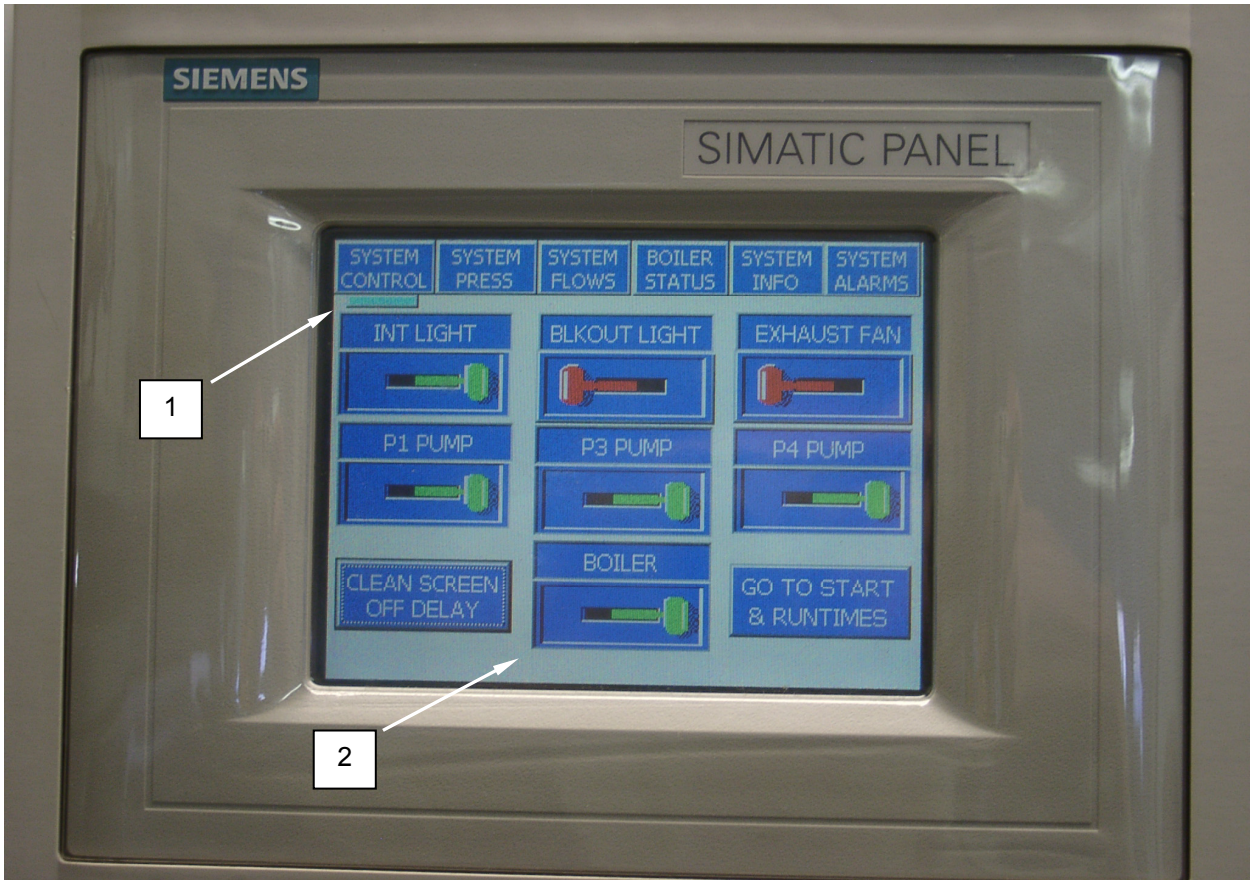

Figure 7. Operate the Boiler.
1. Ensure the System Control **(Figure 7, Item 1)** screen is displayed.
2. Turn the BOILER switch **(Figure 7, Item 2)** to the ON position. The switches will turn green when the switch is ON and red when the switch is OFF.